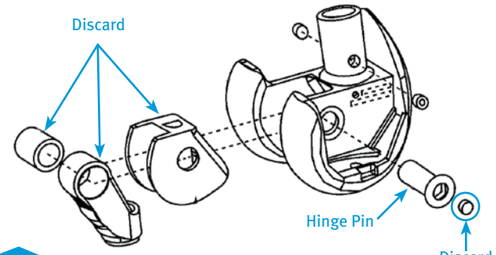

Fig. 131
- Remove and discard the Hinge Post and Polyethylene Box Insert **(Fig. 131)**.